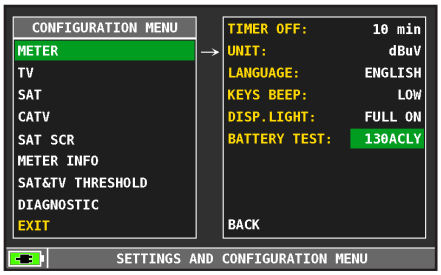

FIG. 3*
4. Para revisar el resultado, selecciona otra vez "MEDIDOR" sobre el "MENÚ CONFIGURACIÓN" y lee el código con el resultado (puede variar según el modelo, ver Fig. 3):
- por ejemplo 130ACLY (fig.3) = 130 minutes.